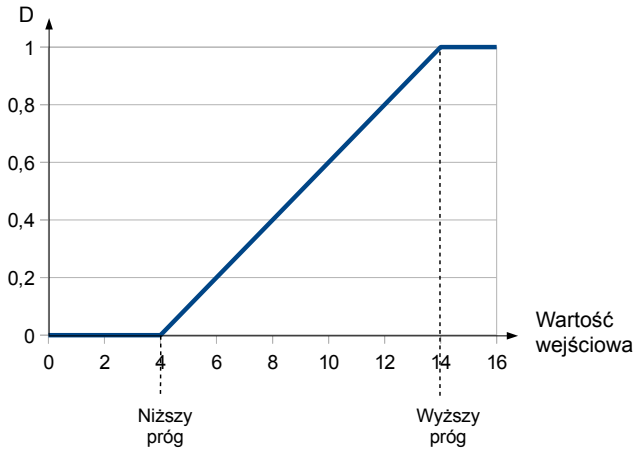

Rys. 7.100. Charakterystyka wejściowo - wyjściowa sygnału w trybie PULSE dla parametrów: ***Niższy próg***=4, **Wyższy próg**=*14*
– **Niższy próg** i **Wyższy próg** – parametry określające granice przedziału, w którym następuje zmiana współczynnika wypełnienia w zależności od sygnału źródłowego. Poniżej tego zakresu sygnał jest zerowy (zerowe wypełnienie), a powyżej tego zakresu sygnał ma całkowite wypełnienie (patrz **Rys. 7.100**).